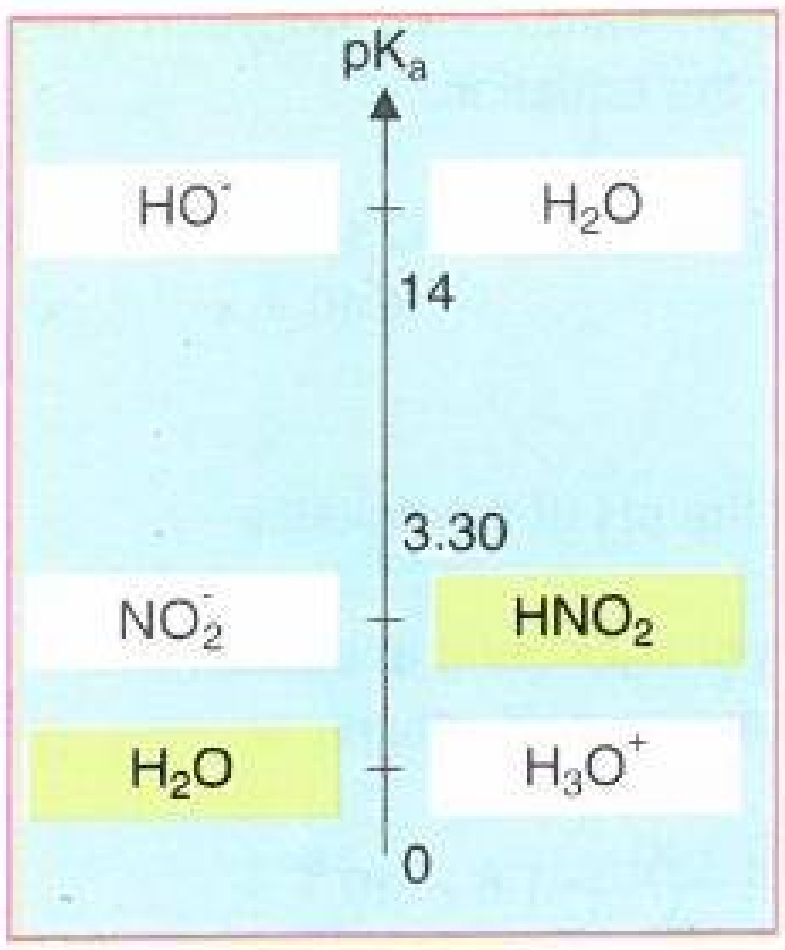

Figure 6.16
a) Let us place the conjugate pair HNO_2/NO_2^- and the conjugate pairs of water H_2O/HO^- and H_3O^+/H_2O on an ascending pK_a axis (Fig. 6.16).
Figure 6.16 shows that the predominant acid and base in solution are respectively HNO_2 and H_2O. It also shows that the reaction between these two species is taking place to a very small extent: